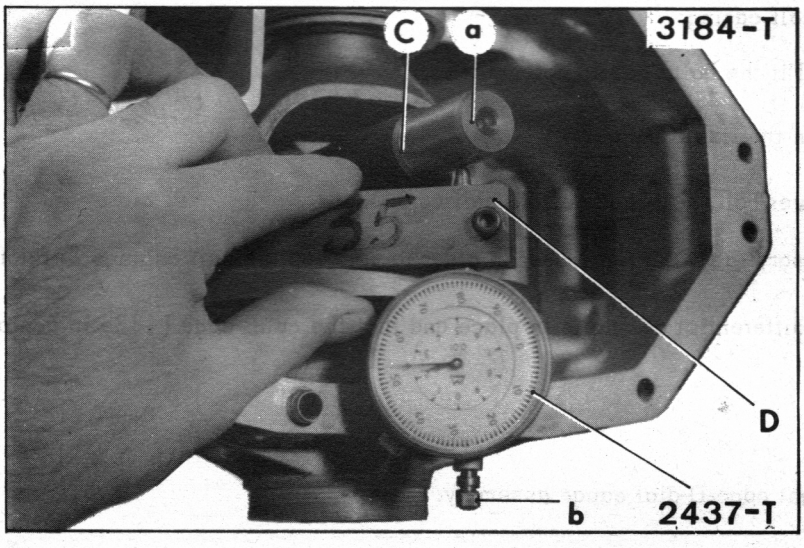

Figure 2
e) To determine the thickness of the washer to be fitted in the left-hand half casing (see figure 2) :